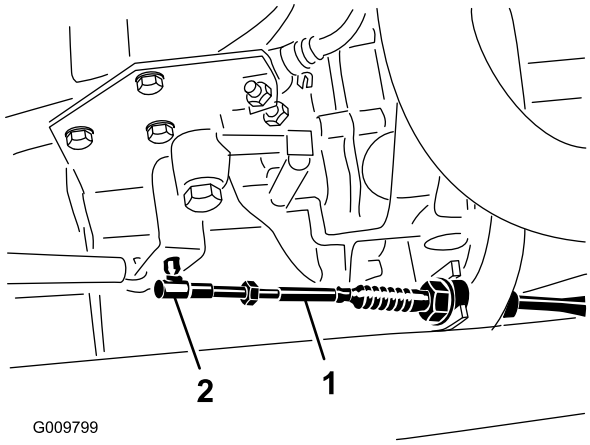

Figura 72
2. Ajuste a rótula do cabo de acelerador (Figura 72) para permitir uma folga de 5 a 8,9 mm entre o pedal de acelerador e a parte superior da chapa do piso (Figura 72), aplicando uma força de 9 kg ao centro do pedal. Aperte a porca de bloqueio.